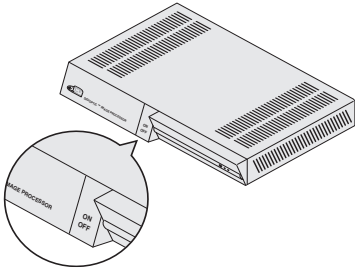

Fig.13b
2) Turn on the DigiOptic™ Image Processor by pressing the button on the front panel *(Fig. 13b)*.